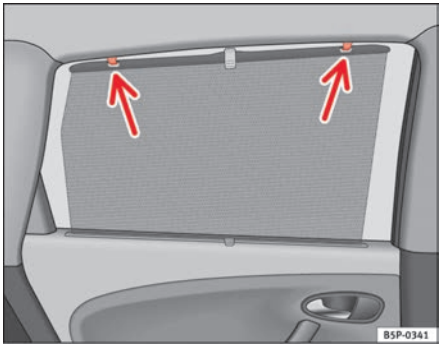

Fig. 84 Rear door sun visor
– Pull out the visor and hook it onto the hooks at the top of the door frame ⇒ fig. 84. ■